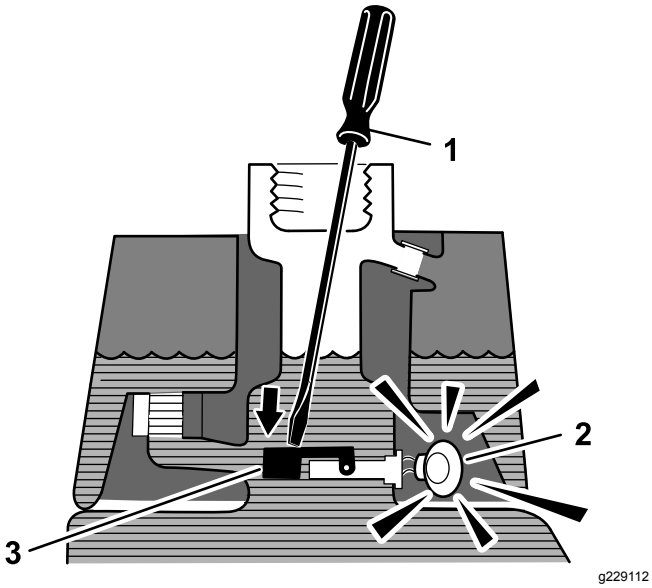

Figur 42
3. För in en ren pinne eller skruvmejsel i tankröret och tryck försiktigt nedåt på flottörbrytaren (Figur 42). Larmet ska ljuda efter tidsfördröjningen på en sekund.